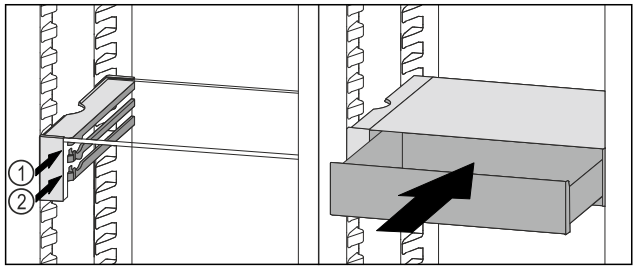

Fig. 111
▶ Așezați sertarul VarioSafe în spatele opritoarelor pe nervura dorită *Fig. 111 (1)* sau *Fig. 111 (2)*.